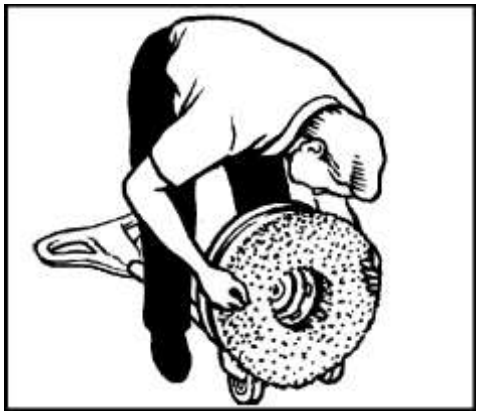

Рисунок 3
3. Наклоните машину назад, пока ручка не окажется на полу. См. рисунок 3.
4. Поставьте по одной опоре на каждой стороне машины. См. рисунок 3.